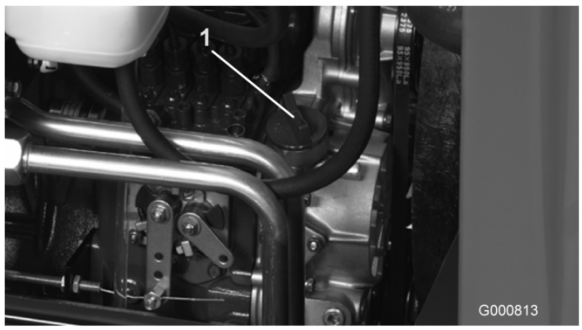

Figuur 18
3. Als het oliepeil te laag is, moet u de vuldop (Figuur 18) verwijderen en voldoende olie bijvullen totdat het peil de VOL-markering op de peilstok bereikt. Niet te vol vullen.